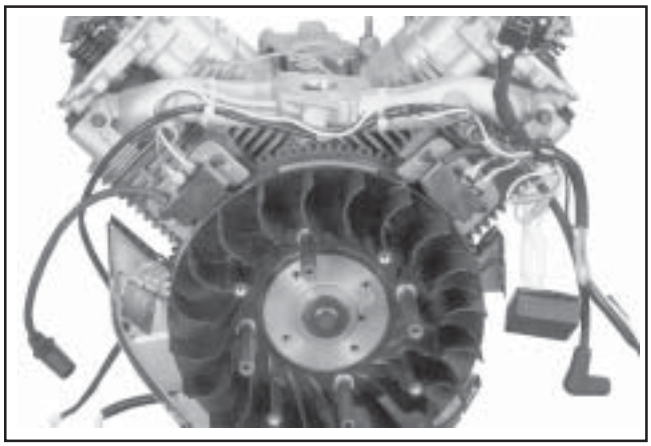

Figure 11-55. Connect Leads on SMART-SPARK™ Ignition Modules.
2. On engines equipped with SMART-SPARK™ both modules are installed the same way - with the two tabs out. See Figure 11-55.